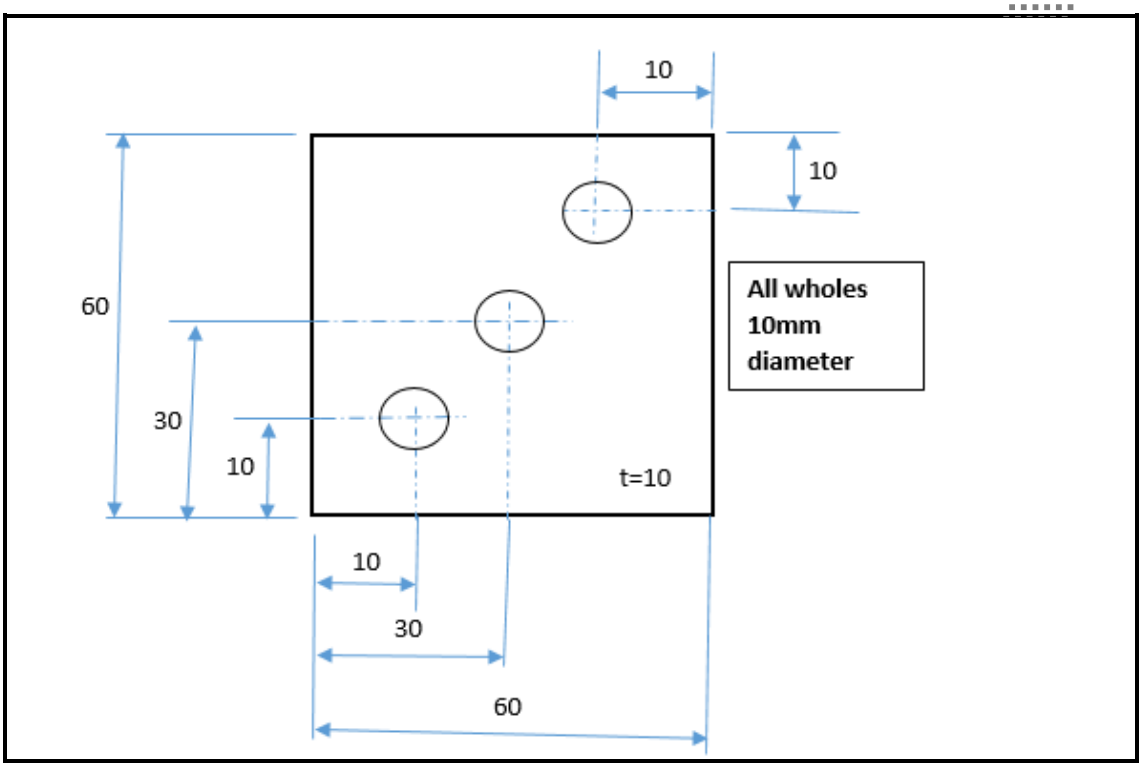

FIGUUR 1
2.4 Bestudeer FIGUUR 1 hier onder (nie op skaal nie) en antwoord die vrae wat volg.
2.4.1 Teken die werkstuk wat in FIGUUR 1 getoon word in die ANTWOORDBOEK oor.
2.4.2 Teken die werkstuk wat in FIGUUR 1 getoon word in die ANTWOORDBOEK oor.